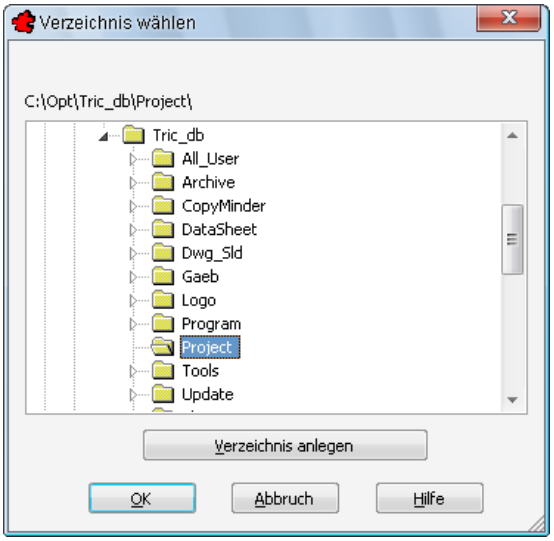

Bild 17.12 – *Teilprojekt Einlesen,* Projektpfad
- Nun werden Sie zur Eingabe des lokalen Verzeichnisses für das Teilprojekt aufgefordert. Wählen Sie einfach den Projektpfad – normalerweise ist dies das Verzeichnis \PROJECT innerhalb der TRIC-Installation. Erstellen Sie ein neues *Verzeichnis,* um das Teilprojekt zu speichern (Abb. 17.12).